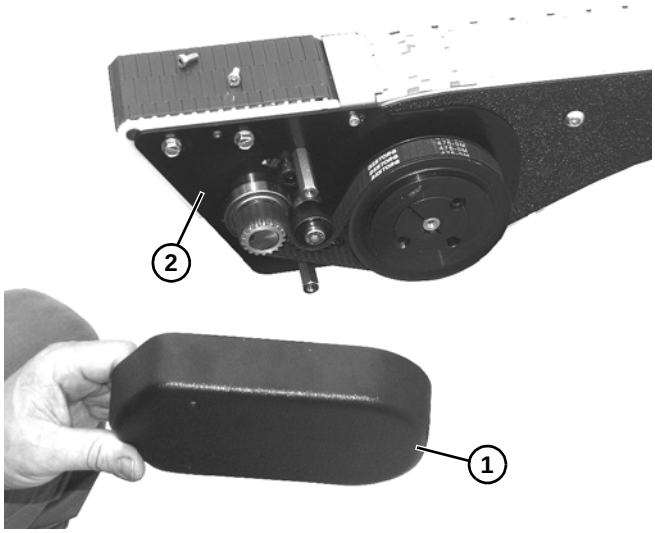

Figure 102
2. Remove power transfer cover **(Figure 102, item 1)** from power transfer assembly **(Figure 102, item 2)**.